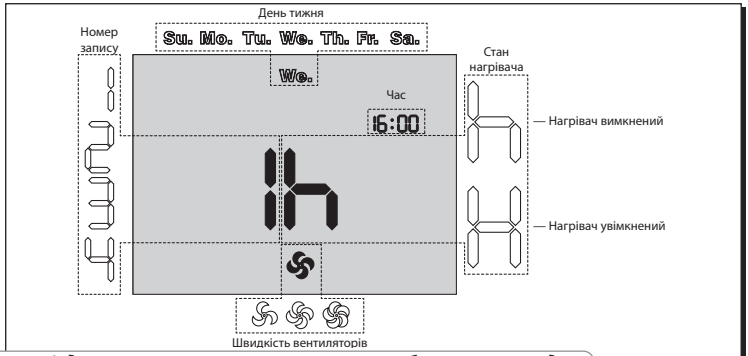

Рис. 17. Індикатори налаштування режиму роботи за розкладом
- Параметри налаштування роботи за розкладом (рис. 17):